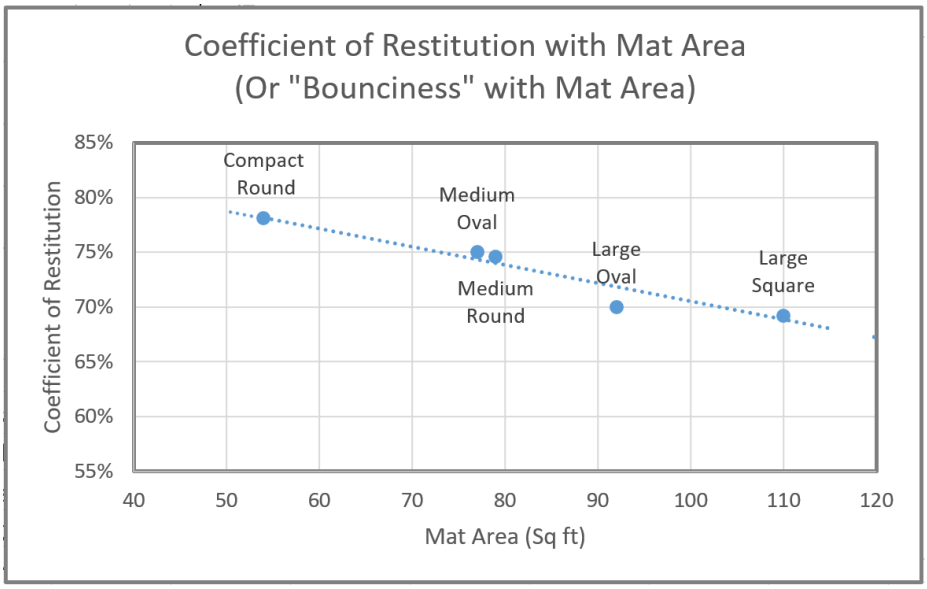

Figure 25: A technical measure of bounciness for a range of Springfree trampolines
- The controlling feature for this measure is mat the area (See Figure 25).